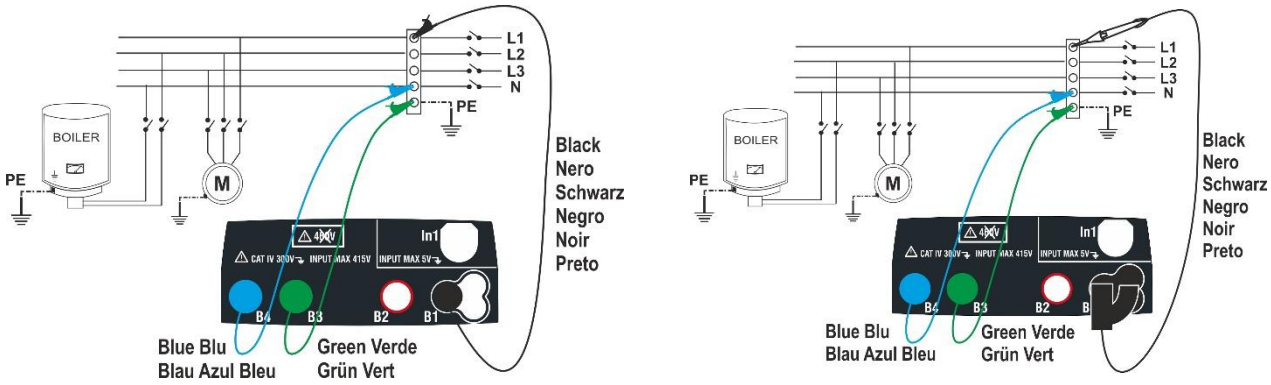
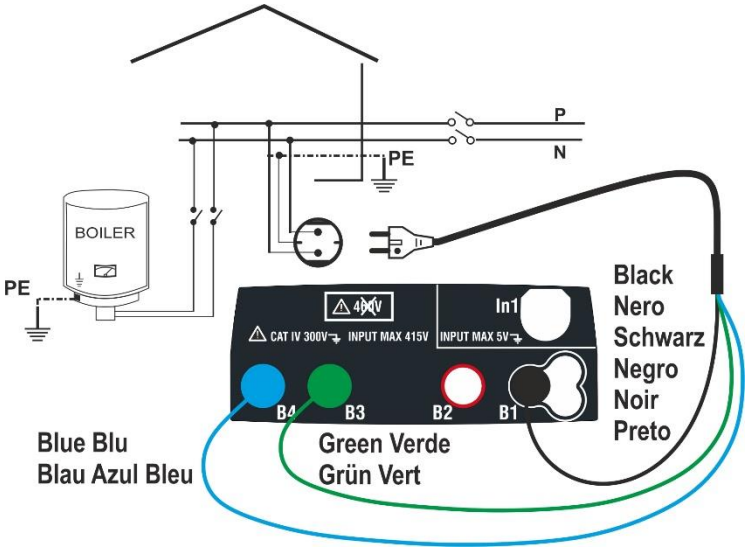

Fig. 10: Verificação do isolamento L-PE e N-PE através de cabos e ponteira remota
Fig. 11: Verificação do isolamento L-PE e N-PE através de ficha shuko
5. Conectar os crocodilos e/ou as ponteiras e/ou a ponteira remota nas extremidades dos condutores em exame de acordo com as Fig. 10 e Fig. 11.